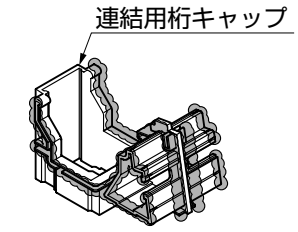

図9-5　シーリング箇所
①連結用桁キャップに、シーリングをしてください。（図9-5、図9-6参照）